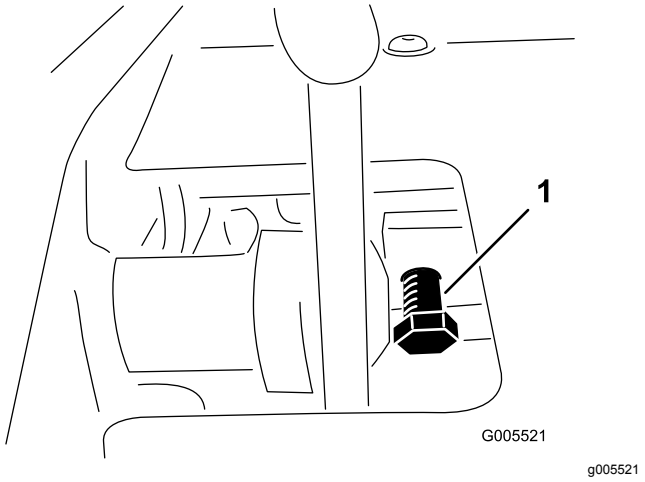

Figuur 54
1. Zet de borgmoer van de pedaalvergrendelings-bout los (Figuur 54).